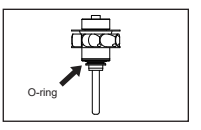

Fig. 9
9) Make sure that the O-ring is correctly located on the cartridge (Fig. 9).